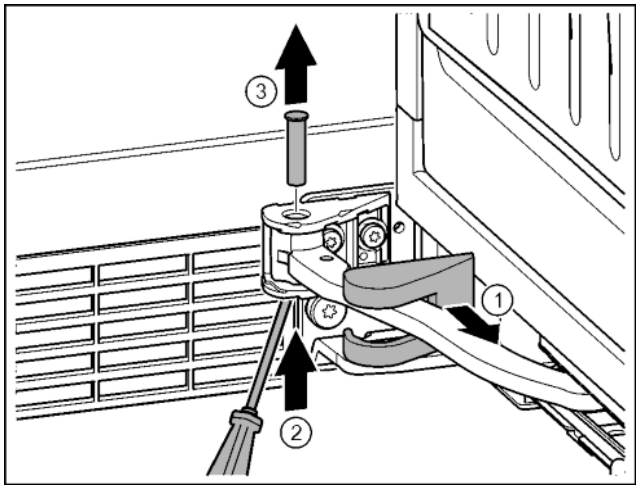

Fig. 18
- ▶ Remove the bearing bracket cover and push it along the hinge. *Fig. 18 (1)*
- ▶ Lift the bolt with a finger or screwdriver from below. *Fig. 18 (2)*
- ▶ Insert the screwdriver under the bolt head and remove. *Fig. 18 (3)*